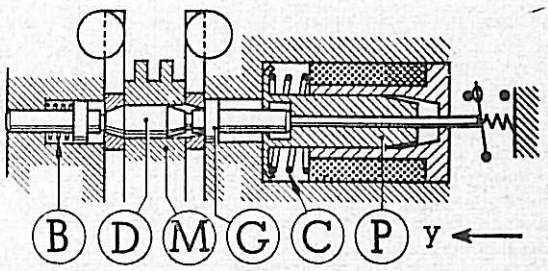

Fig. 15. — Sélecteur, Electro-aimant non alimenté
B. — **Avec l'électro-aimant non excité,** il solidarise le baladeur (M) et le levier (R) de l'axe 2e-3e (fig. 15).
2° **Electro-aimant non alimenté** (c'est-à-dire au repos) (fig. 15).